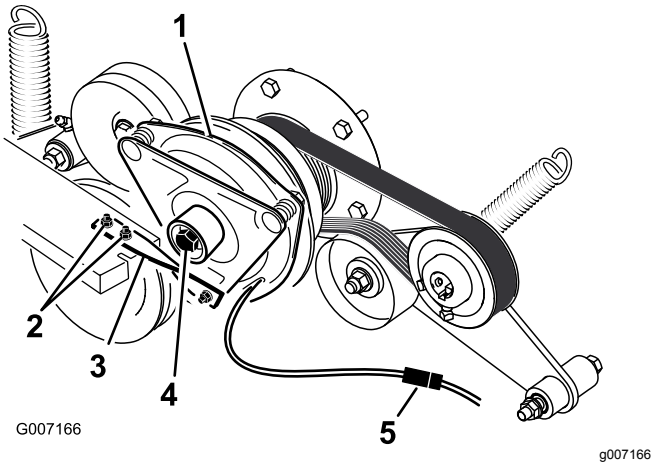

Figur 64
6. Koble fra clutchens elektriske kobling (Figur 64).
7. Fjern de 2 boltene som fester clutchens gummistropp til rammen på gressklipperen (Figur 64).
8. Fjern sentreringsbolten som fester clutchen til motorakselen og fjern clutchen og nøkkelen (Figur 64).
15. Hold i veivakselen bak på maskinen mens du monterer sentreringsbolten, og stram til sentreringsbolten med 68 Nm (Figur 64).
16. Monter clutchens gummistropp til rammen på gressklipperen med de to boltene og mutrene du fjernet tidligere (Figur 64).
18. Koble til clutchens elektriske kobling (Figur 64).